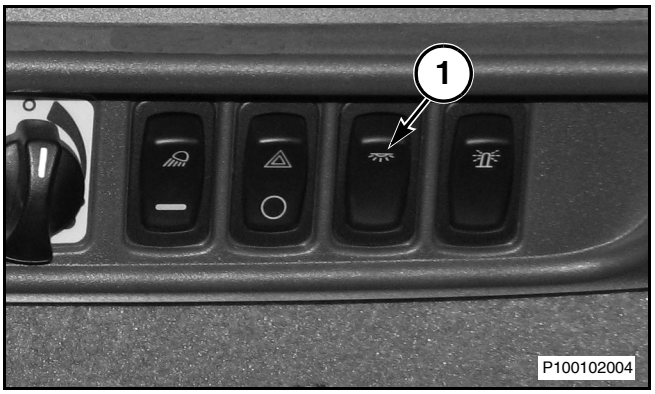

Рис. 13
Рис. 13: Переключатель наружных плафонов освещения (1) имеет три положения. Нажмите нижнее плечо переключателя чтобы выключить, среднее положение - работа только при открытой двери, и верхнее плечо - чтобы включить плафон.